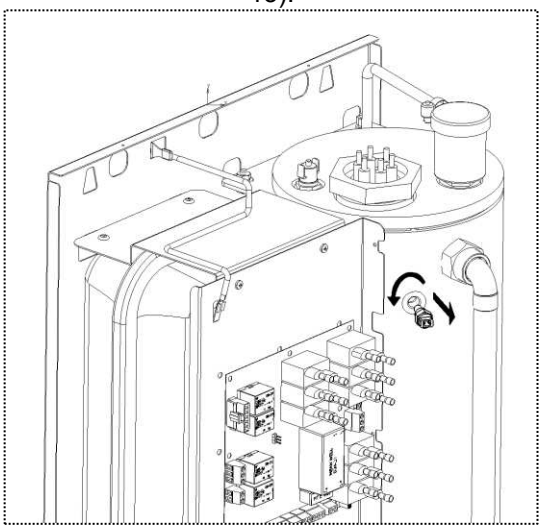

Рисунок 13. Замена датчика температуры
2) Выверните датчик температуры (см. рис. 13).